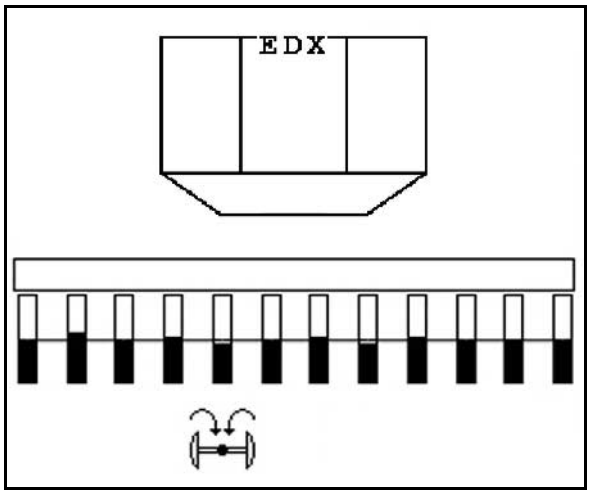

Fig. 54
- Komplette Einklappung vorwählen (Fig. 54).